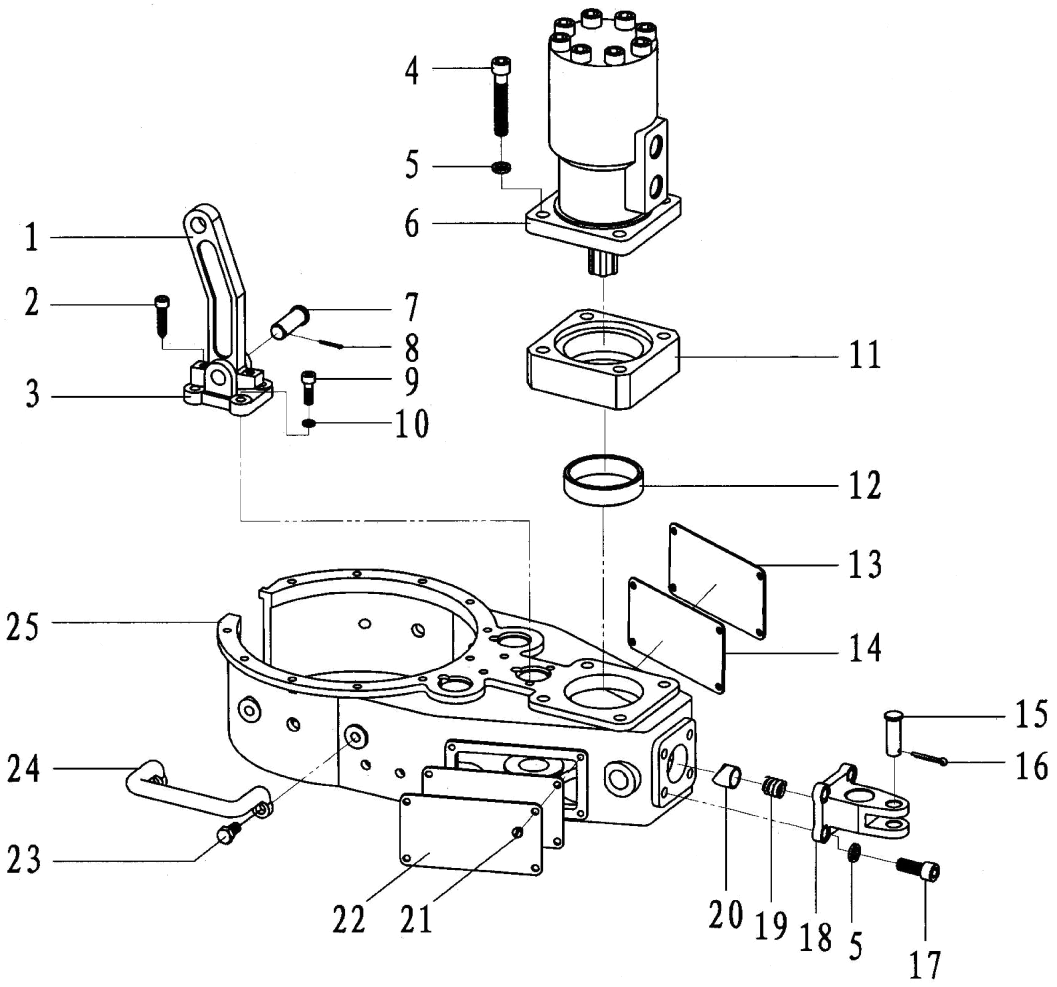

Fig. 3
9.2.1Shell and accessories and parts list（Fig 3，Table 3）
9.2.1 Shell and accessories and parts list（Fig.3,Table 3）